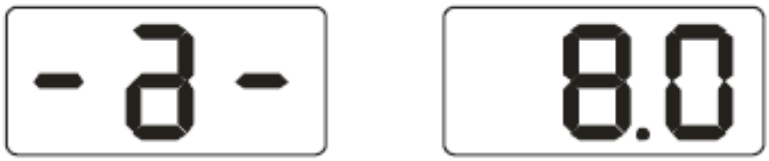

Рис. 7-1
После включения питания автоматически срабатывает режим инициализации станка. Через 2 секунды инициализация завершается. Станок автоматически переключается в стандартный режим динамической балансировки колеса (балансировочные грузы крепятся на плоскостях коррекции с левой и правой стороны обода колеса), как показано на рис. 7-1. Станок готов к вводу данных обода колеса.
9.1 После включения станка инициализация завершена (рис. 7-1), установите сбалансированный обод среднего размера, на который можно установить груз. Следуйте 7.2 для ввода данных обода;
10.1 Нажмите клавишу [a-] или [a+], рис. 7-1;